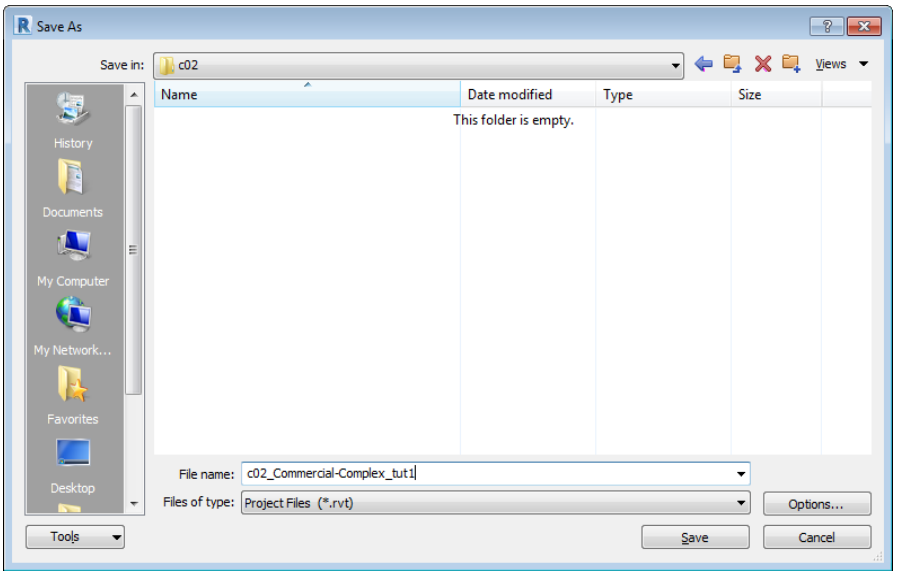

Figure 2-34 *The* ***Save As*** *dialog box*
3. Open the *rst_2019* folder and then create a sub-folder with the name *c02_rst_2019_tut*. Next, open the created folder and save the file with the name *c02_Commercial-Complex_tut1.rvt* (For Imperial), refer to Figure 2-34. For Metric, save the file with the name *M_c02_Commercial-Complex_tut1.rvt* .